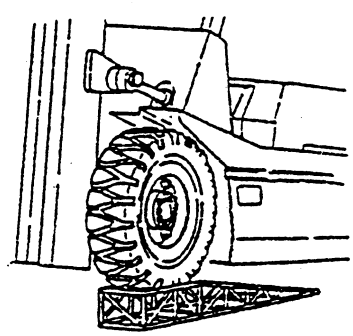

Fig. 8-9
(1) Take apart the fork bracket from the inner mast, then replace the main roller following the way as 8.2.3.
(2) Park the truck on the flat ground and lift up the front-wheel 250-300 mm away from the ground. (Fig. 8-9)
(3) Pull parking brake lever fully, and use a wedge to make back-wheel stationary.
(4) Take apart bolts which fastened lift cylinders and the inner mast. Hang up the inner mast without losing shims of the piston rod heads carefully.
(5) Take apart bolts which jointed lift cylinders and the bottom of outer mast and take apart the oil–pipe between two lift cylinders without loosing the nipple.
(6) Main rollers on the upper outer mast will be showed on the top of the inner mast as soon as main rollers were taken apart from bottom of the inner mast after laying down the inner mast.
(7) Replace main rollers